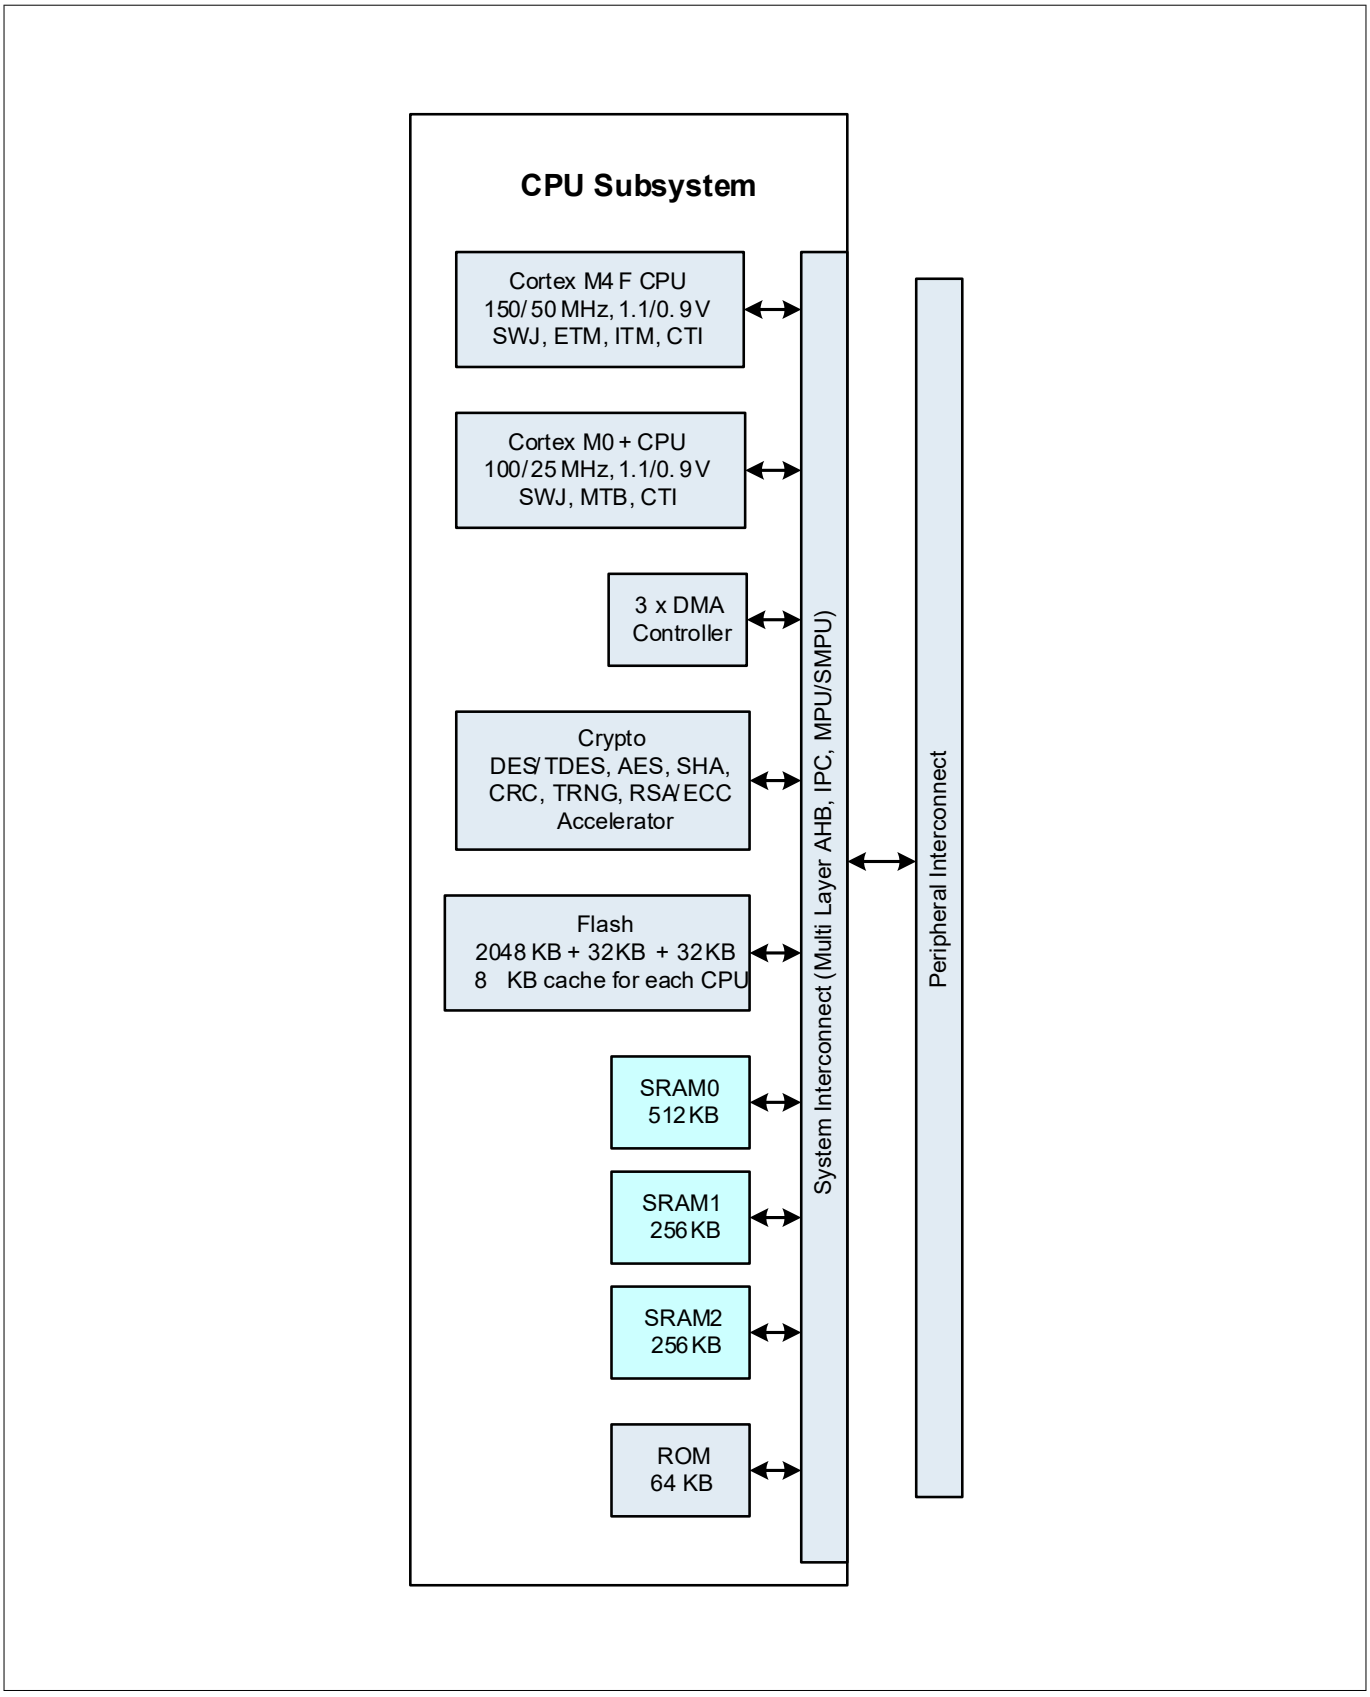

**図 1　　PSOC™ 6 MCU の標準 CPU サブシステム アーキテクチャ**
PSOC™ 6 MCU の主な部分は CPU サブシステムです。図 1 に示すように、このアーキテクチャは複数のバス マスタ (2 つの CPU、DMA コントローラーや暗号化ブロック (Crypto)) が組み込まれます。
*注:* *図 1 のブロック図の内容は、デバイスによって異なります。PSOC™ 6 MCU の一部の製品にはアプリケーションで使用できる CPU が 1 つしかありません。詳細についてはデバイスデータシートをご覧ください。このアプリケーションノートはシングルコア PSOC™ 6 MCU デバイスには適用されません。*
Figure 1 に、PSOC™ 6 MCU のデュアルコア アーキテクチャの概要を示します。(PSOC™ 6 MCU の詳細ブロック図については、デバイスのデータシートを参照してください。)ここではデュアル CPU に関連する特定の機能やその他の詳細について説明します。詳細は ARM® documentation sets for Cortex® - M4 と Cortex® -M0+および PSOC™ デバイスのテクニカル リファレンス マニュアル (TRM)を参照してください。